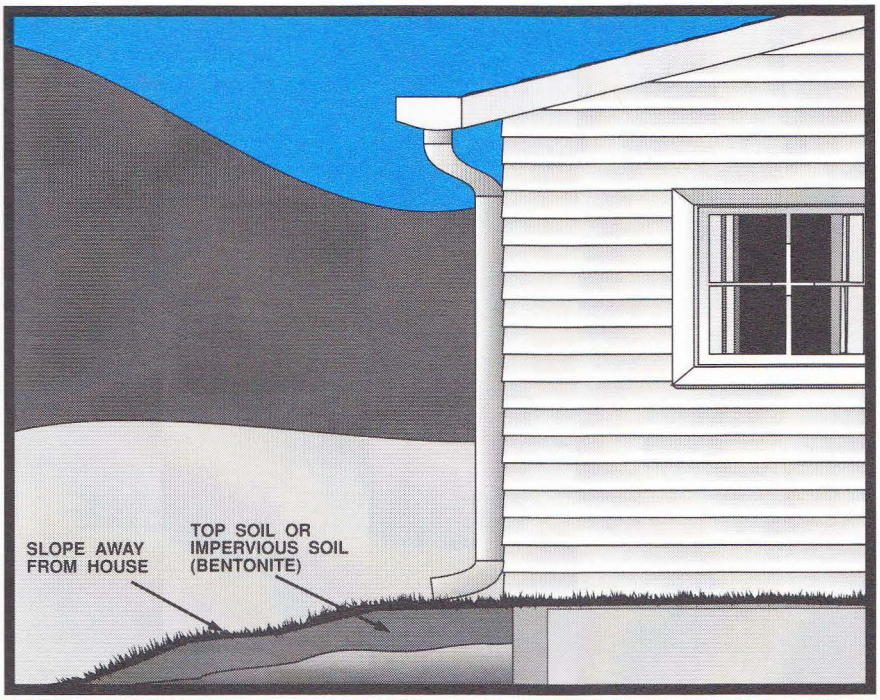

**FIGURE 31**
- A layer of native top-soil, clay or bentonite placed on the slope prior to sodding can provide a relatively impervious layer. This layer reduces penetration of surface water into the *backfill* adjacent to basement walls. (See Figure 31.)